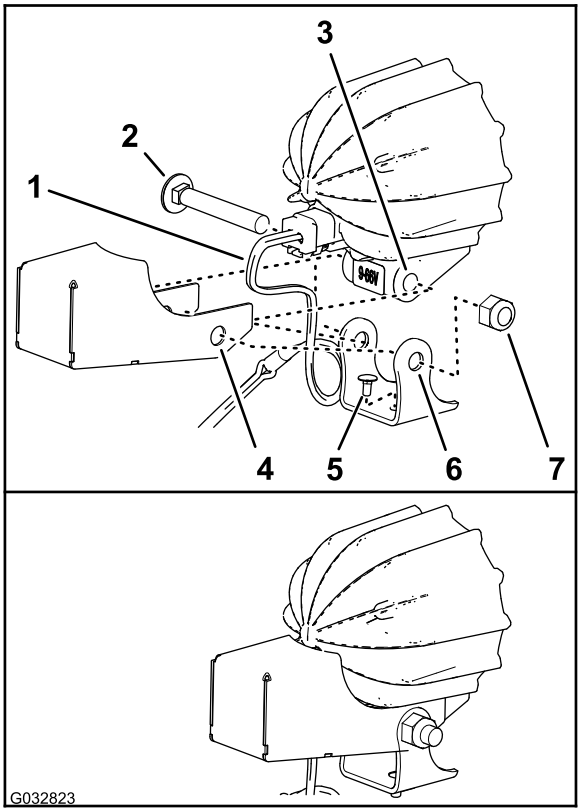

Figura 11
3. Si está montado, retire el perno de cuello cuadrado largo y la tuerca que sujetan el soporte a la base de la luz LED (Figura 11).
4. Asegúrese de que el perno de cuello cuadrado corto está introducido en el orificio de la parte inferior del soporte de montaje, según se muestra en Figura 11.
5. Alinee los orificios del escudo y del soporte de montaje con los orificios del bastidor de la luz LED, según se muestra en Figura 11.
6. Sujete el escudo y el soporte de montaje al bastidor de la luz LED con el perno de cuello cuadrado y la tuerca (Figura 11).